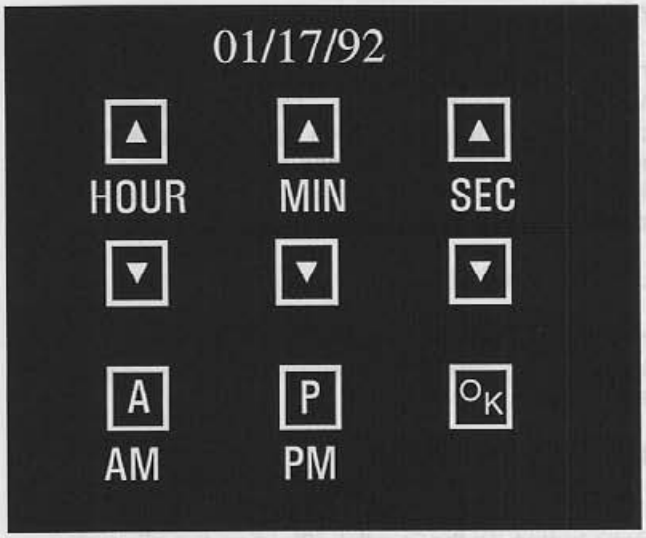

Figure 7
5. A second screen with nine squares will appear indicating the function keys needed to set the clock (See Figure 7).